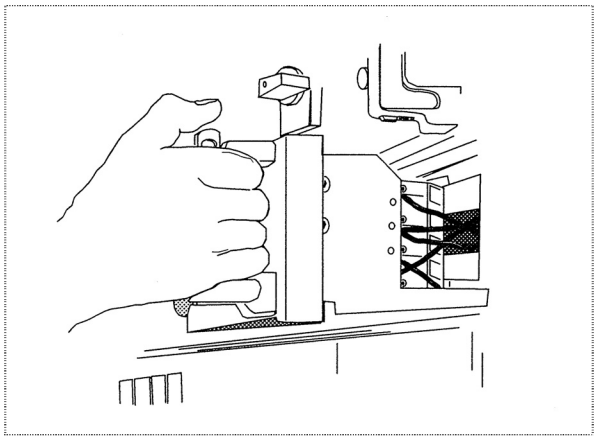

Рисунок 3-4: Установка выдвижного блока
- Вставьте выдвижной блок внутрь, удерживая боковую защелку в нажатом положении 1) (см. Рисунок 3-4)